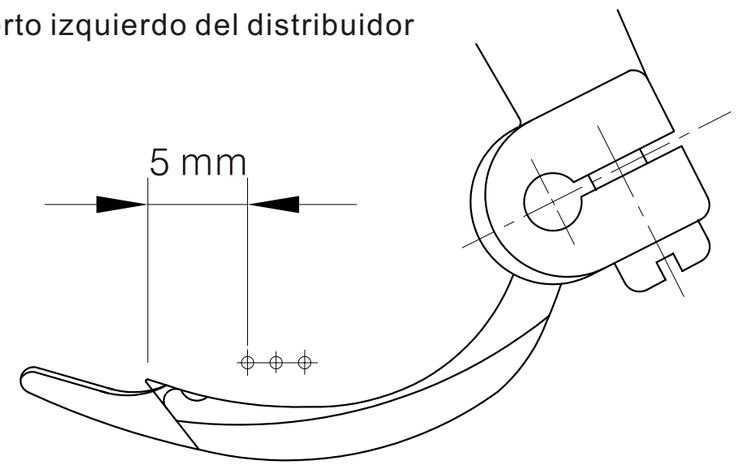

Fig. 52
3. Cuando la punta del distribuidor mueva al punto muerto izquierdo, la punta de esta curvatura es de 5mm desde el centro de la aguja izquierda (Fig. 52)